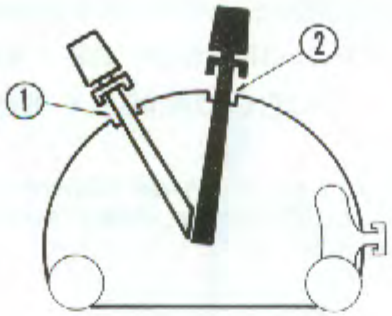

Fig. 36
— La manette de commande étant placée dans l'une des encoches (1) ou (2) du secteur, l'outil restera levé (fig. 36).